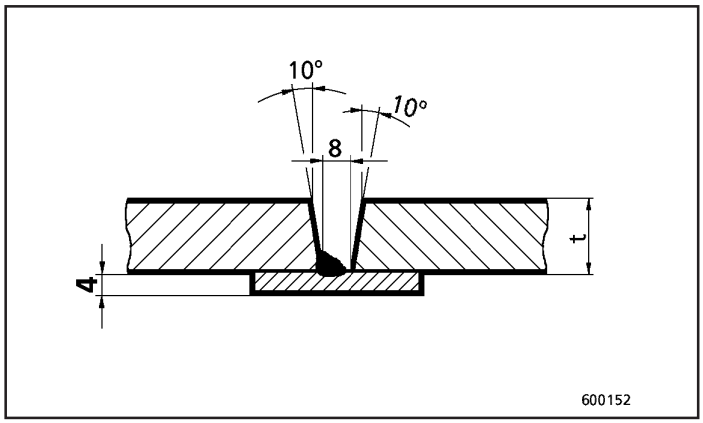

Fig.43
- Solda de topo em canto retangular (Fig. 43)